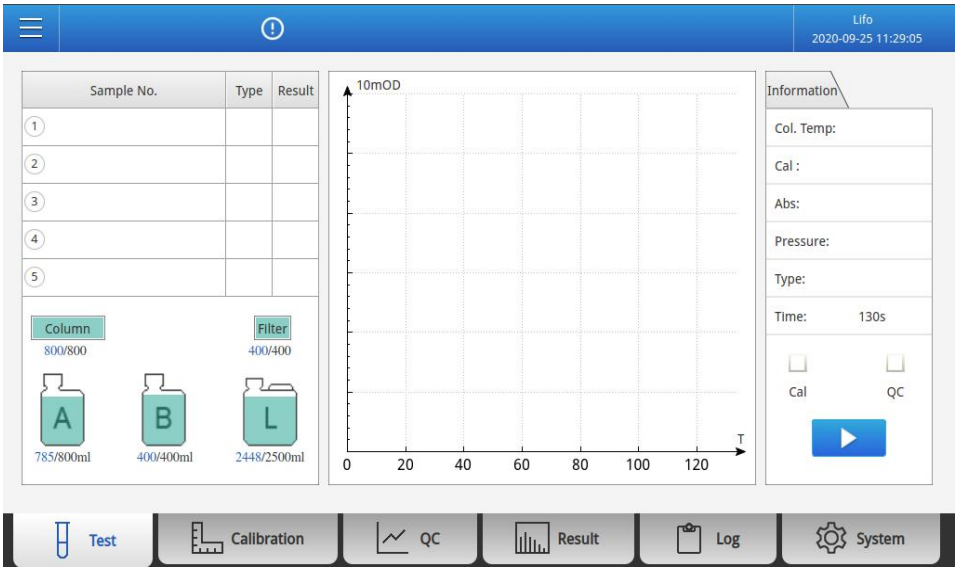

Fig. 5-3 Test Interface
4)Then enter the Test interface after logging in and **Fig. 5-3** is displayed.